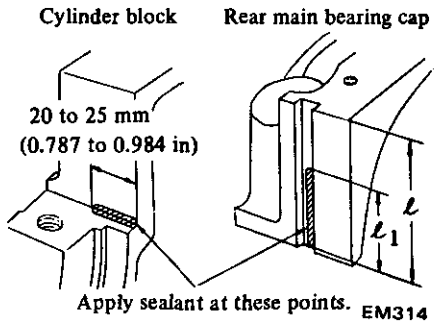

Fig. EM-79 Applying sealant (Main bearing cap and cylinder block)
(2) Main bearing cap and cylinder block: Each side of rear main bearing cap and each corner of cylinder block. See Figure EM-79.
a. **Apply sealant to each side of rear main bearing cap and each corner of cylinder block as shown in Figure EM-79.**